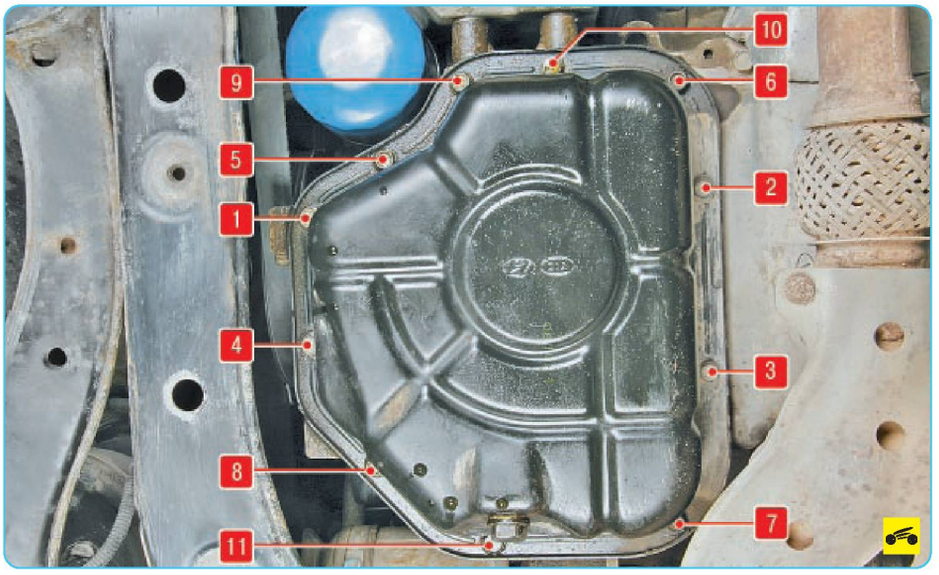

Рис. 5.9. Порядок затяжки болтов крепления поддона масляного картера двигателя
8. Через 5 мин после нанесения герметика установите поддон масляного картера на масляный картер вверните болты крепления поддона картера и затяните их в последовательности, указанной на рис. 5.9, моментом 9,8–11,8 Н·м.
16. Установите поддон масляного картера двигателя, вверните болты крепления поддона и затяните их в последовательности, показанной на рис. 5.9, моментом 9,8–11,8 Н·м.